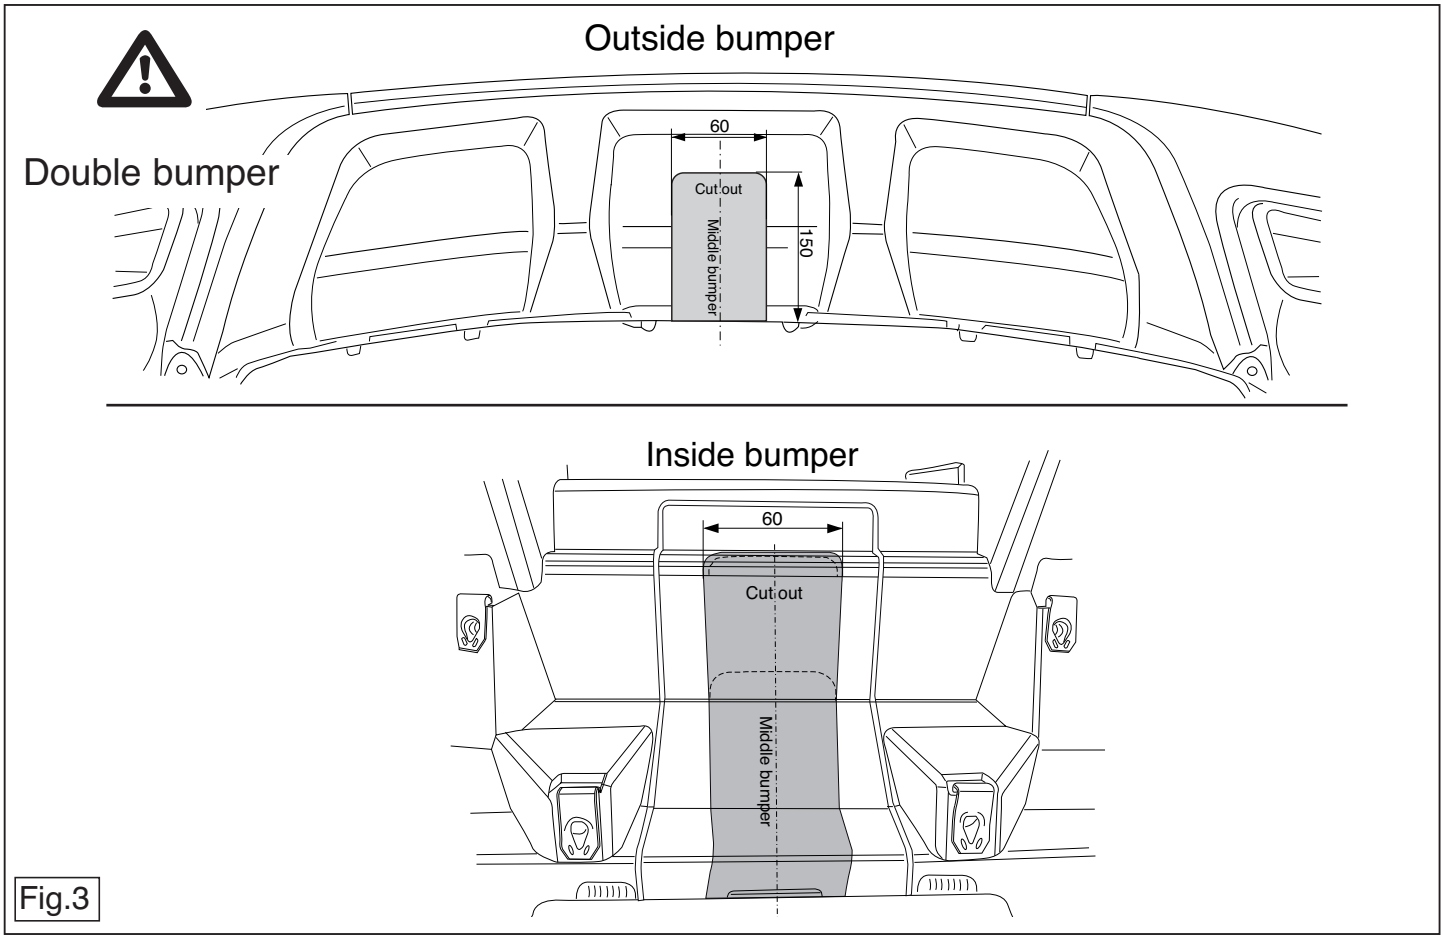

Fig.3
8. Saw a section out of the middle of the underside of the bumper as shown in fig 3/3a.
8. Auf der Unterseite der Stoßstange einen Teil aus der Mitte gemäß Abbildung 3/3a herausschneiden.